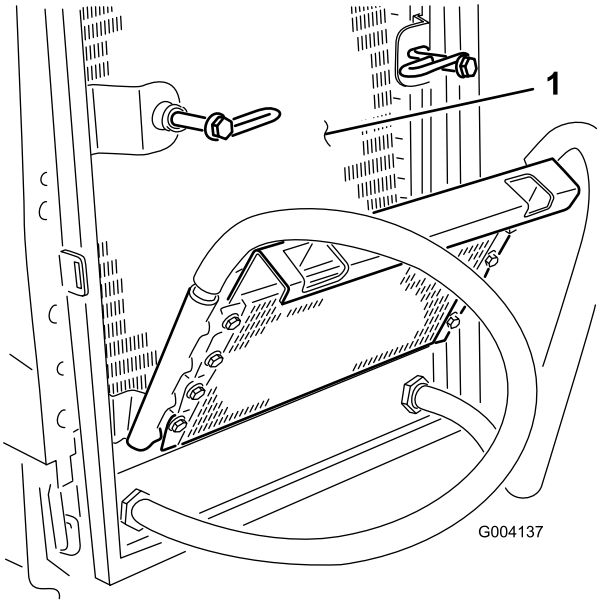

**Figura 64**
6. Limpie a fondo ambos lados del enfriador de aceite y del radiador (Figura 64) con aire comprimido.